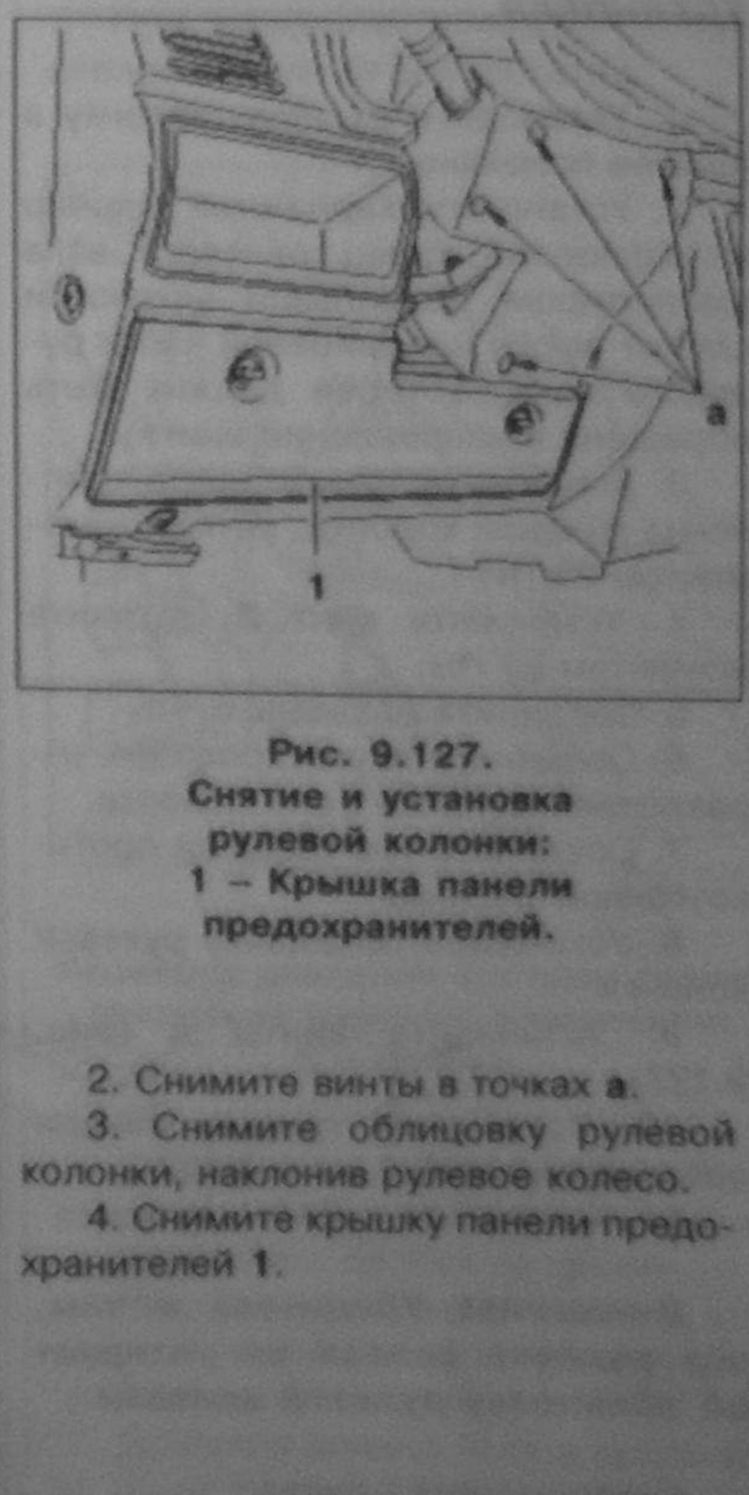

Рис. 9.127. Снятие и установка рулевой колонки: 1 – Крышка панели предохранителей.
9. Установите винты **a** (рис. 9.127).
10. Установите крышку панели предохранителей **1** (рис. 9.127).